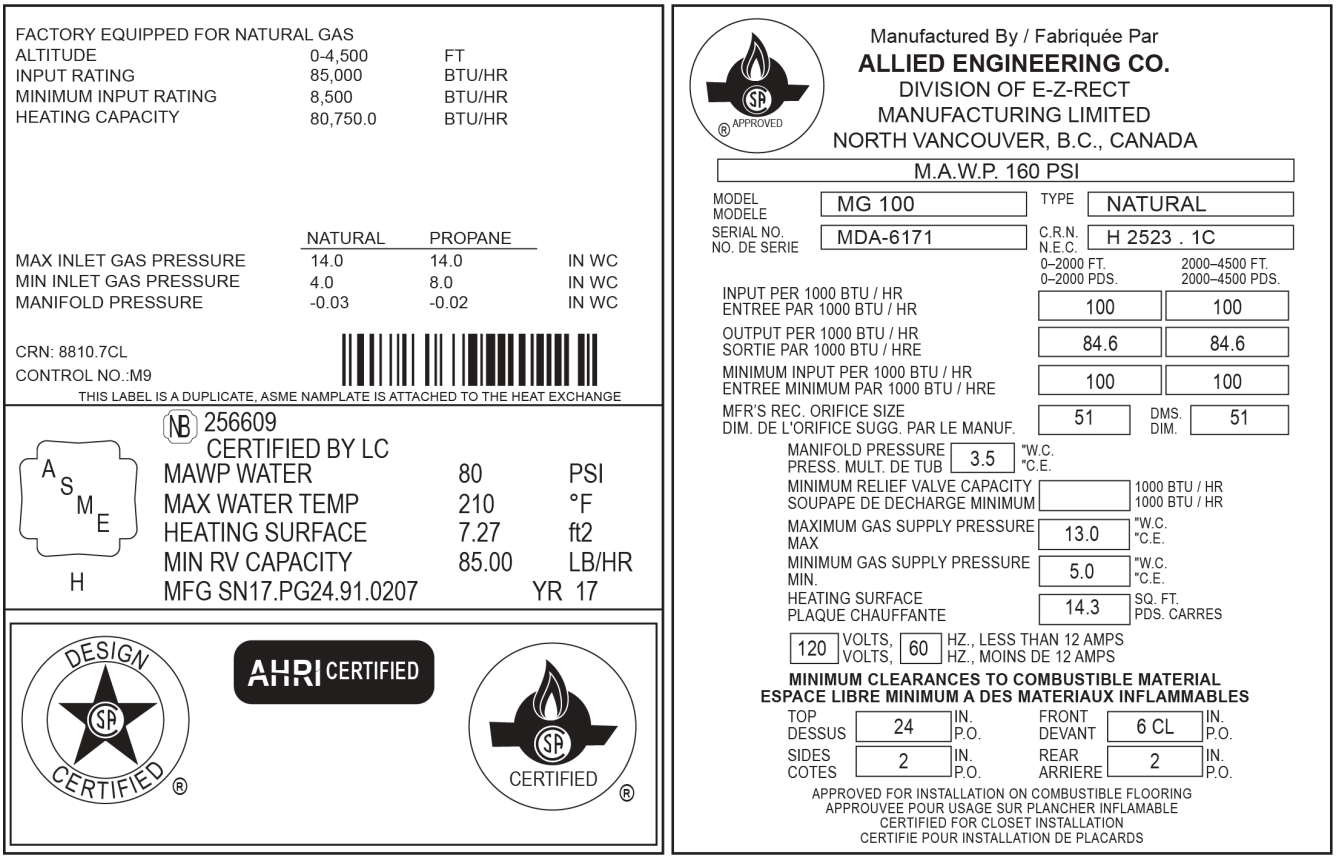

Figure 2 *Hot water boiler rating plate. (Skilled Trades BC, 2021) Used with permission. Long description (#Fig2_longdesc)*
- **Figure 2** Commercial cooking equipment (https://pxhere.com/en/photo/829792) (adapted) is from pxhere and is used under a CC0 1.0 Universal (https://creativecommons.org/publicdomain/zero/1.0/) public domain license.
Notice that the manufacturer's specifications shown in Figure 1 supplied information regarding more than one model of this product line. To confirm the actual model, an installer will need to check the information found on the **rating plate** attached to the appliance at the factory. Figure 2 shows two examples of gas hot water boiler rating plates. The boiler on the left is a modern modulating condensing type, and the one on the right is a conventional atmospheric boiler.